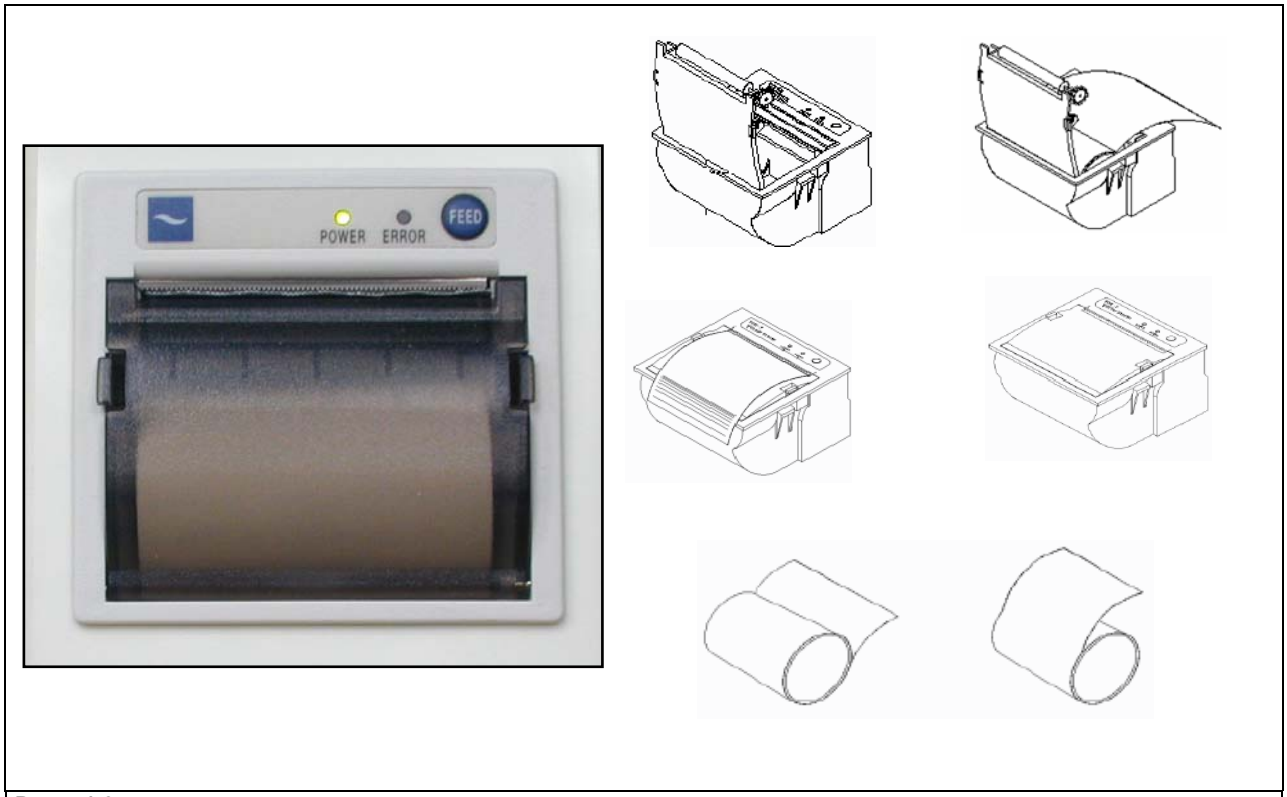

Рис. 7.1-3
9. ВСТРОЕННЫЙ ПРИНТЕР (Рис.7.1-3)